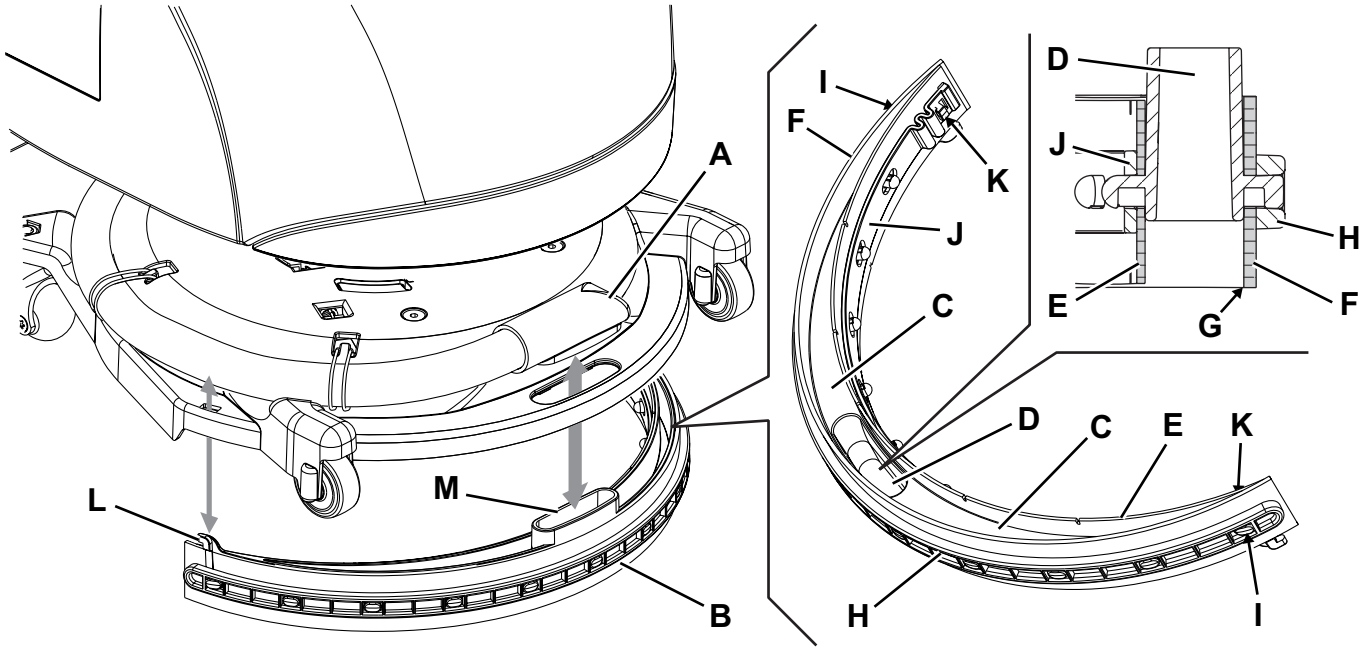

**Figure 6**
2. Contrôler que la manette (31) du sélecteur de fonctions soit en position «0» et débrancher le connecteur de la batterie (7).
3. Tourner la tête porte-brosse / plateau support disque (12) dans le sens contraire aux aiguilles d'une montre jusqu'à fin de course.
4. Déconnecter le tuyau d'aspiration (A, Fig. 6) de l'embouchure.
5. Dégager l'embouchure (B) de la tête.
6. Laver et nettoyer l'embouchure. Nettoyer en particulier les compartiments de convoyage (C) et l'orifice d'aspiration (D) de la saleté et des déchets.
7. Contrôler que la lamelle en caoutchouc avant (E) et la lamelle en caoutchouc arrière (F) sont intactes et qu'elles ne présentent pas de coupures ou déchirures ; dans le cas contraire, les remplacer (voir la procédure au paragraphe suivant).
2. Contrôler si la lamelle en caoutchouc avant (E, Fig. 6) et la lamelle en caoutchouc arrière (F) sont intactes et qu'elles ne présentent pas de coupures ou déchirures ; en cas contraire, les remplacer selon les instructions suivantes. Contrôler que l'arête (G) de la lamelle en caoutchouc arrière n'est pas usée ; en cas contraire, tourner la lamelle en caoutchouc, en remplaçant l'arête usée avec l'une des trois arêtes intactes. Si toutes les arêtes sont usées, remplacer la lamelle en caoutchouc en procédant comme suit :
- Dégager la barre élastique de fixation (H) des dispositifs de retenue (I).
- Remplacer (ou renverser) la lamelle en caoutchouc arrière (F), puis remonter la barre élastique de fixation.
- Dégager la barre de fixation (J) des dispositifs de retenue (K).
- Remplacer (ou renverser) la lamelle en caoutchouc avant (E), puis remonter la barre de fixation.
3. Installer l'embouchure (B) en insérant avec soin les crochets (L) et l'orifice d'aspiration (M) dans les logements de la tête porte-brosses.
4. Connecter le tuyau d'aspiration (A) à l'embouchure.